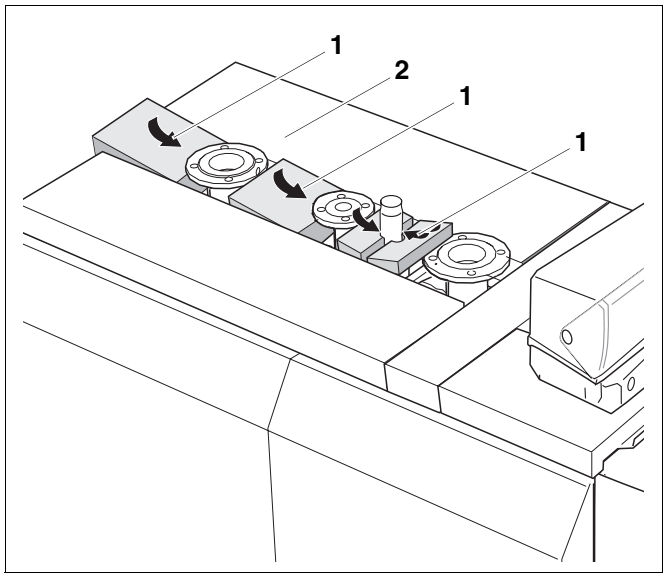

Rys. 34 Montaż elementów wkładanych
Należy uwzględnić szerokość elementów wkładanych (rys. 34, **poz. 1**), które powinny się zmieścić między bocznymi pokrywami kotła.
- Umieścić elementy wkładane (rys. 34, **poz. 1**) pomiędzy bocznymi pokrywami kotła (rys. 34, **poz. 2**).